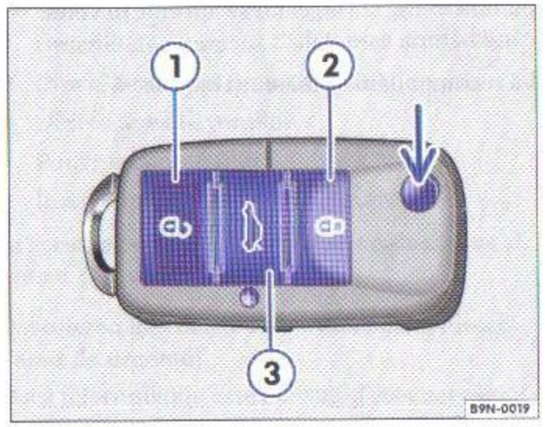

Fig. 10 Dispunerea tastelor pe telecomandă
③ Descuierea hayonului
Descuierea autovehiculului ⇒ fig. 10 ①. Uşa conducătorului se va deschide. Pentru a descuia toate uşile autovehiculului, apăsaţi tasta *de două ori*.
De la tasta telecomenzii ⇒ fig. 10 (săgeata) se deblochează inelul cheii pentru deschiderea de urgenţă ⇒ pagina 32.
– Acţionaţi o dată tasta de deschidere ⇒ pagina 31, fig. 10" ①
- Rabataţi inelul cheii apăsând pe butonul ⇒ pagina 31, fig. 10" -(săgeata)-.
– Rabataţi inelul cheii apăsând pe butonul ⇒ pagina 31, fig. 10" (săgeata).
– Menţineţi tasta ⇒ pagina 31, fig. 10" din telecomandă[26] apăsată cca. două secunde. Hayonul se va descuia. Într-un interval de 2 minute deschideţi hayonul, altfel acesta se va încuia automat din nou.